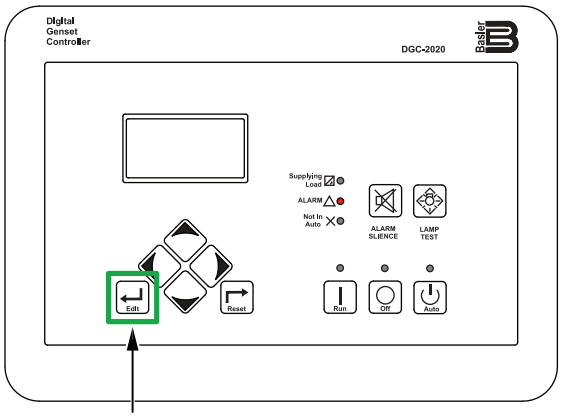

Figure 73. Digital Controller (Edit Button)
3. Press the **Edit button** (Figure 73).
5. After the Escape Mode request changes from OFF to ON, press the **Edit button** (Figure 73).